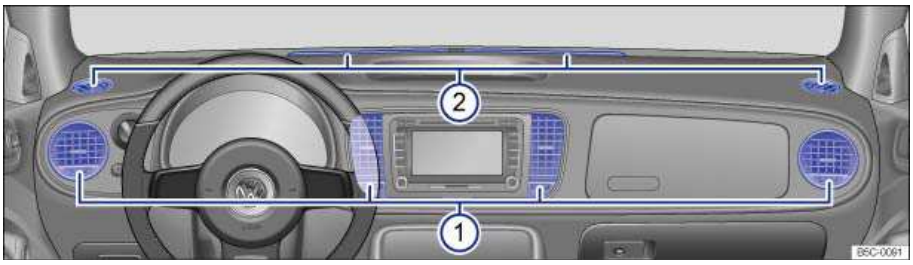

Fig. 137 In the instrument panel: Air vents.
To help ensure sufficient heating, cooling, and ventilation in the passenger compartment, never close the air vents completely ⇒ fig. 137 (1).